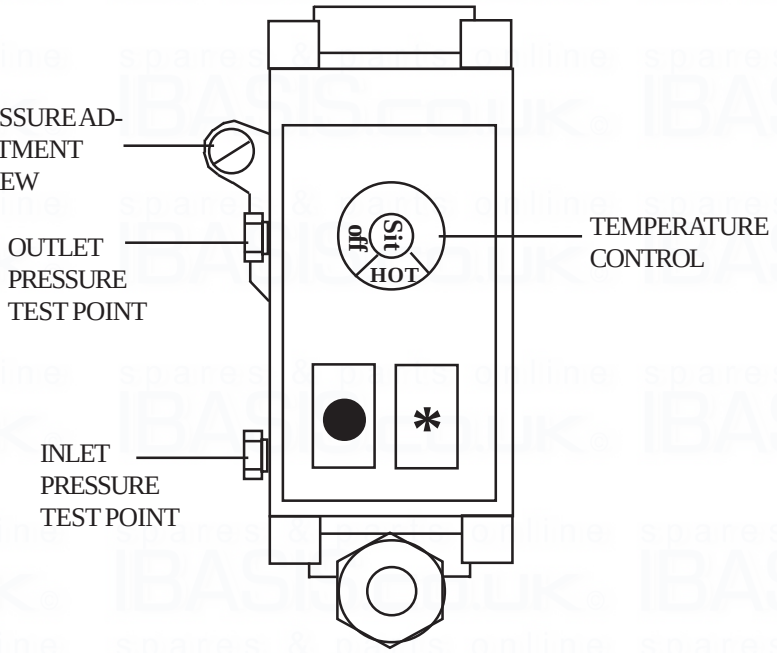

Fig. 3
5.4.1 Referring to fig. 3, remove the Outlet Pressure Test Point cover and connect the Gas Pressure Test Gauge.
5.4.6 Referring to Fig. 3 and para 2.1, set Multifunctional Control Pressure Adjuster to provide the required pressure setting for the installation.